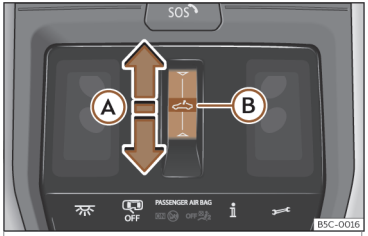

Fig. 89 En el revestimiento interior del techo: tecla del techo de cristal.
- Movimiento automático: deslice el dedo hacia atrás sobre el área funcional ⌂ ››› **fig. 89** Ⓐ.
- Antes de que transcurran aprox. 5 segundos desde la activación de la función antiaprisionamiento, deslice el dedo hacia delante sobre el área funcional fig. 89 Ⓐ y mantenga presionado hasta que el techo se cierre completamente.